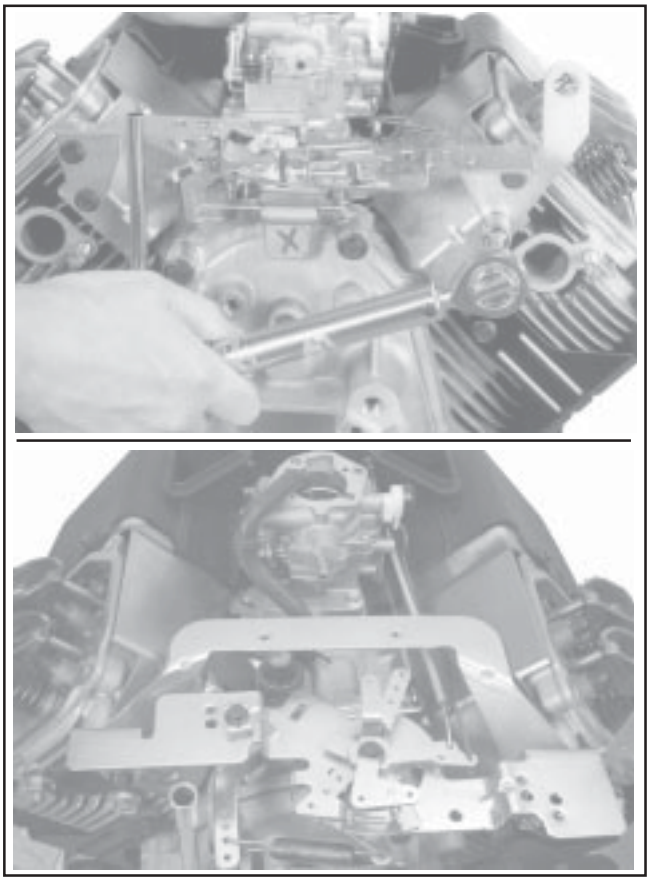

Figure 11-84. Torquing Main Control Bracket.
2. Mount the main control bracket, and air cleaner support bracket (if used) to the cylinder heads using the four hex flange screws. Torque the screws to **10.7 N·m (95 in. lb.)** into new holes, or **7.3 N·m (65 in. lb.)** into used holes. See Figure 11-84.